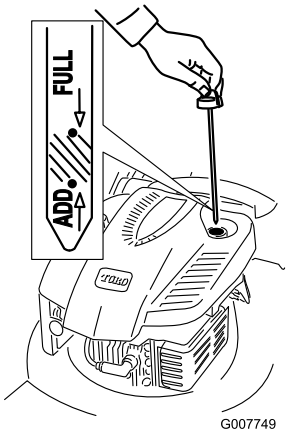

Figure 8
1. Retirez la jauge (Figure 8).
2. Versez de l'huile **lentement** dans le goulot de remplissage jusqu'à ce que le liquide atteigne le repère du plein (**Full**) sur la jauge (Figure 8). **Ne remplissez pas excessivement.** (Remplissage max. : 0,59 l, type : huile détergente SAE 30, classe de service API SF, SG, SH, SJ, SL ou supérieure.)
1. Retirez la jauge, essuyez-la sur un chiffon et remettez-la dans le goulot de remplissage (Figure 8).
2. Sortez de nouveau la jauge et contrôlez le niveau d'huile (Figure 8). Si le niveau n'atteint pas le repère minimum (**Add**) sur la jauge, versez **lentement** suffisamment d'huile dans le goulot de remplissage pour faire monter le niveau jusqu'au repère maximum (**Full**). **Ne remplissez pas excessivement.**(Remplissage max. : 0,59 l, type : huile détergente SAE 30, classe de service API SF, SG, SH, SJ, SL ou supérieure.)